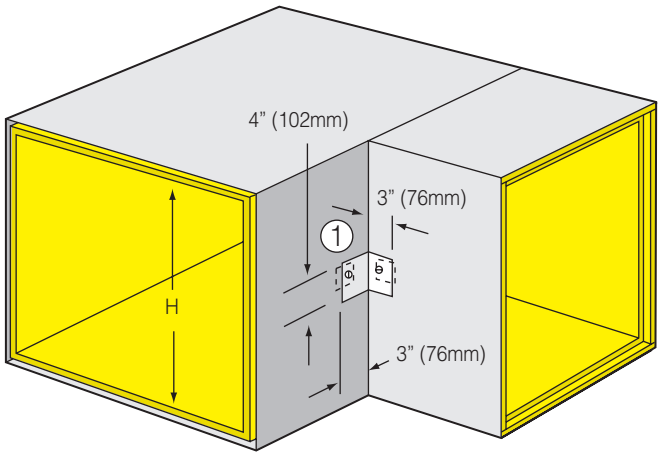

Fig. 5-15A. Sheet metal angle reinforcement at throat, 90° elbow.
If duct dimension according to Table 5-8 does not require reinforcement but is 24" (610mm) or greater, install sheet metal angle per ①, Fig. 5-15A and detail Ⓐ below. Angle may also be installed on inside of throat.